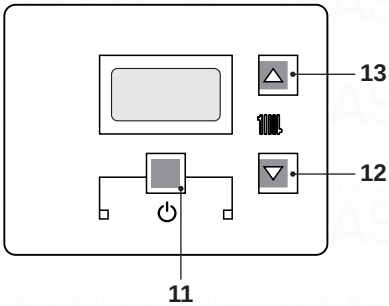
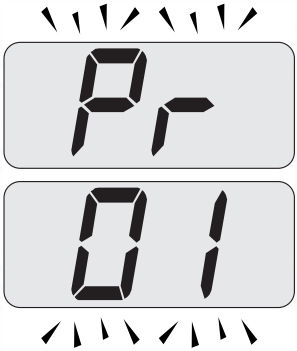
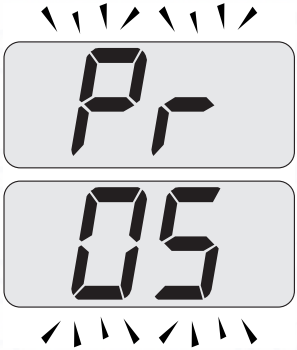

Fig. 8.3
Fig. 8.4
Fig. 8.5
- Enter in "programming mode" by pressing keys 11 - 12 - 13 (Fig. 8.3) for 10 seconds at the same time until the letters **Pr** that alternate with code **01** are displayed on the LCD display, indicating that "parameter 01" (Fig. 8.4) has been activated.
- Scroll the various parameters using keys 12 or 13 until the letters **Pr** that alternate with code **05** are displayed on the LCD display, indicating that "parameter 05" (Fig. 8.5) has been activated.
- Press keys 11 and 13 (Fig. 8.3) at the same time until the value of parameter 05(00=G20) is displayed on the LCD display (Fig. 8.6).
- By pressing key 13 three times, it is possible to change the value of parameter 05 from **00**=G20 to **05**=G31, which is ok for LPG gas.
- By pressing key 11 (Fig. 8.3) confirmation of the inserted value is obtained.
- Press keys 11 and 12 (Fig. 8.3) at the same time to exit without changing the value (return to the parameters list Fig. 8.5).
- Press keys 11 - 12 - 13 (Fig. 8.3) at the same time for 10 seconds to exit the "programming mode".